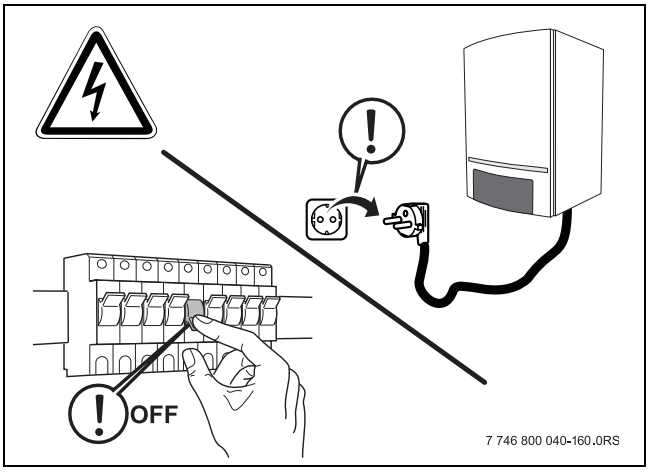

Bild 15 Heizungsanlage stromlos schalten
- Die Heizungsanlage mit dem Heizungsnotschalter stromlos schalten oder die Heizungsanlage über die entsprechende Haussicherung vom Stromnetz trennen (→ Bild 15).